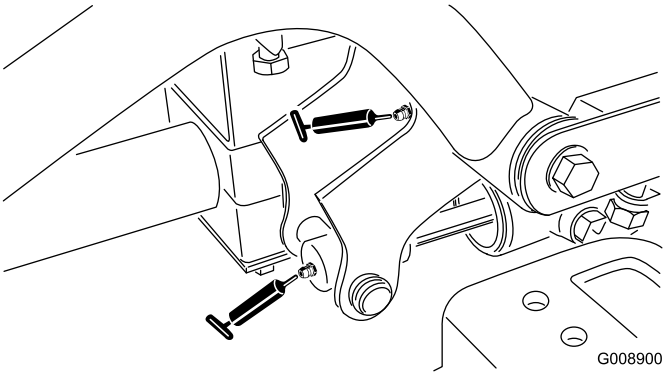

**Figur 53**
- Forreste venstre løftearms drejetap og løftecylinder (2) (Figur 53)